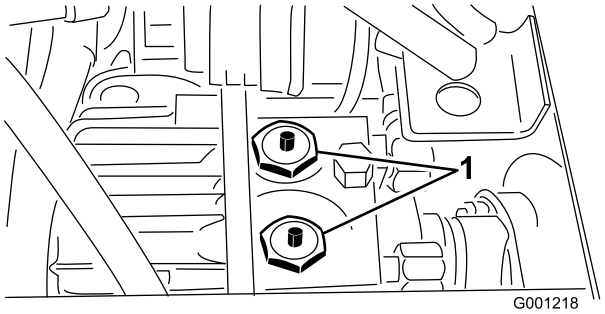

Figur 32
2. Tryck på och håll ned sprintarna som finns i mitten av de två backventilerna ovanpå transmissionen (Figur 32) medan du knuffar eller bogserar maskinen. I Figur 32 är sätet och sätets fästplatta borttagna.